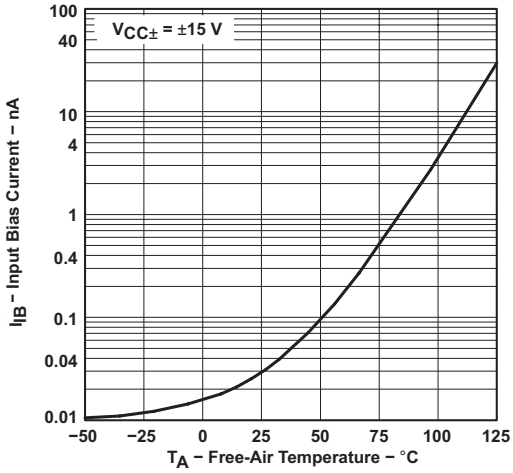

Figure 12. Input Bias Current vs Free-Air Temperature
(1) All characteristics are measured under open-loop conditions with zero common-mode input voltage, unless otherwise specified. Full range for T_A is 0°C to 70°C for TL06xC, TL06xAC, and TL06xBC and –40°C to 85°C for TL06xI.
(2) Input bias currents of an FET-input operational amplifier are normal junction reverse currents, which are temperature sensitive, as shown in Figure 12. Pulse techniques are used to maintain the junction temperature as close to the ambient temperature as possible.
(1) All characteristics are measured under open-loop conditions, with zero common-mode voltage, unless otherwise specified.
(2) This parameter is not production tested.
(3) Input bias currents of an FET-input operational amplifier are normal junction reverse currents, which are temperature sensitive, as shown in Figure 12. Pulse techniques are used to maintain the junction temperature as close to the ambient temperature as possible.
Input bias current versus Free-air temperature	Figure 12